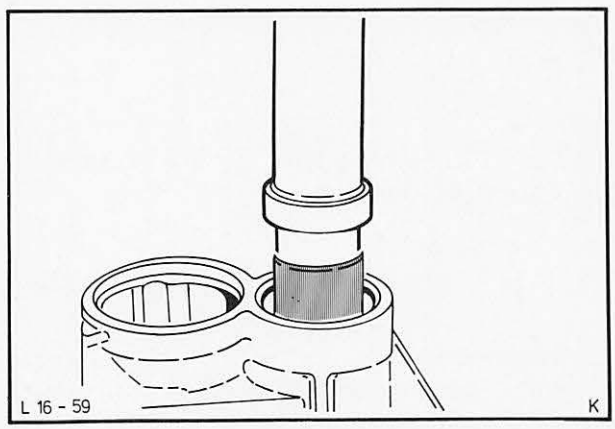

Abb. 74 Büchse – Getriebeverlängerung mit Spezialwerkzeug 16-016 einbauen
52. Büchse – Getriebeverlängerung mit Spezialwerkzeug 16-016 einbauen, Abb. 74. **Ölrücklaufnut in der Getriebeverlängerung und Kerbe in der Büchse müssen in eingebautem Zustand übereinstimmen.**